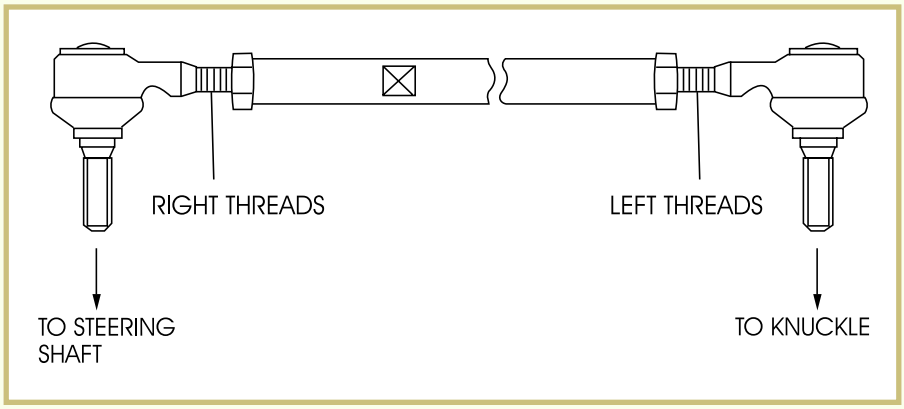

FIGURE 49—The tie-rod ends have both left and right threads. (Image courtesy of Yamaha Motor Corporation, U.S.A.)
1. Insert the tie-rod ends into the tie-rods, as shown in Figure 49.